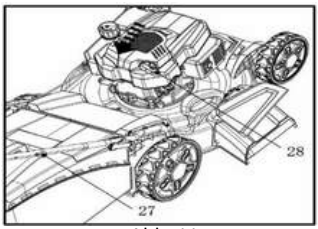

Abb. 11
2. Ziehen Sie den Startergriff (28) leicht, bis Sie einen Widerstand spüren, und ziehen Sie dann kräftig. Wiederholen Sie den Vorgang, bis der Motor startet (Abb. 11).